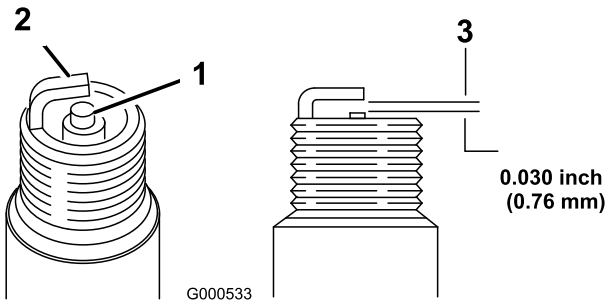

Figur 26
5. Juster åpningen på den nye tennpluggen til 0,76 mm (Figur 26).